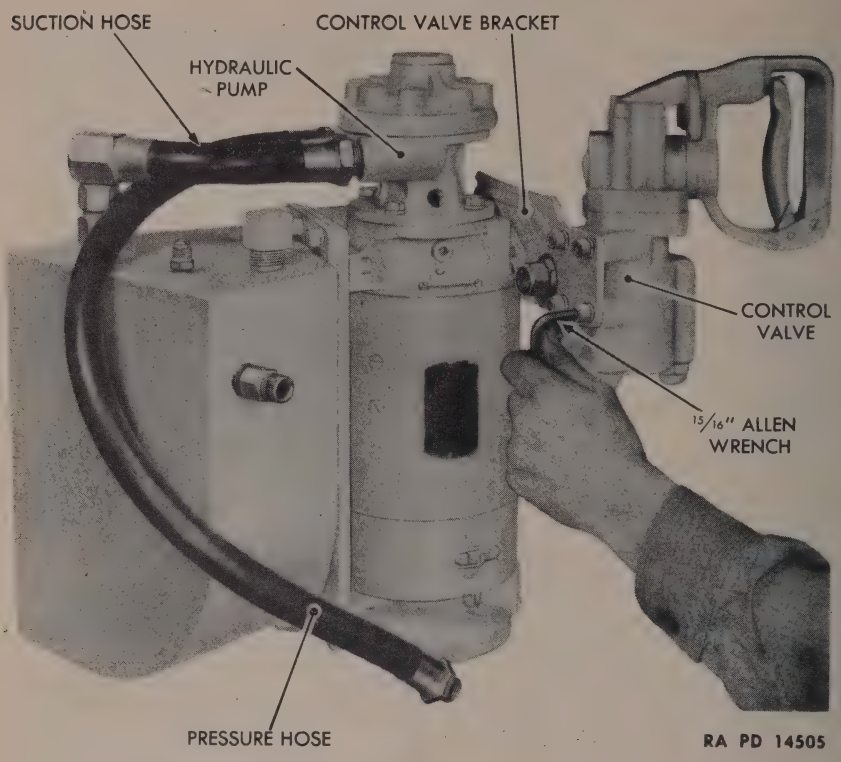

Figure 179—Removing Control Valve from Bracket—Hydraulic Turret Traversing Mechanism
(4) REMOVE CONTROL VALVE (fig. 179).
(1) INSTALL CONTROL VALVE ON BRACKET (fig. 179).